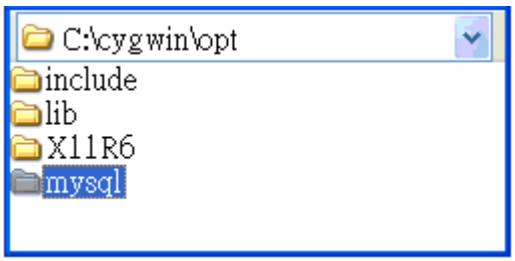

Fig. 10-43
1) Copy the mysql directory from the ***/opt*** directory on the microSD card to **C:\cygwin\opt** , as illustrated in Fig. 10-43.